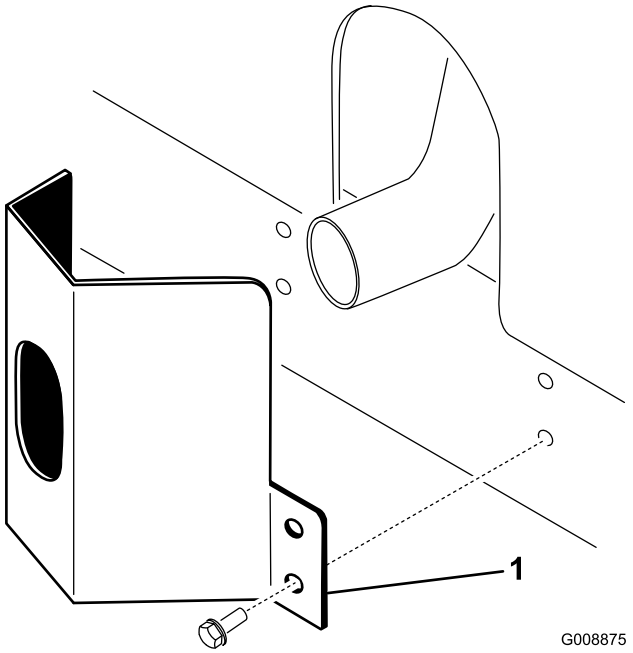

**Figur 11**
1. Sæt udstødningsværnet rundt om lydpotten, så monteringshullerne flugter med hullerne i stellet (Figur 11).
2. Fastgør udstødningsværnet til stellet med 4 selvskærende skruer (Figur 11).